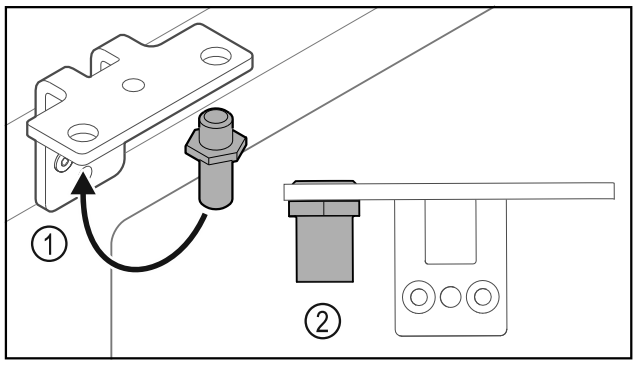

Fig. 31
▶ Cambiar la posición del perno *Fig. 31 (1)* en la escuadra de bisagra.
▶ Apretar el perno *Fig. 31 (2)* con un **par de 12 Nm**.